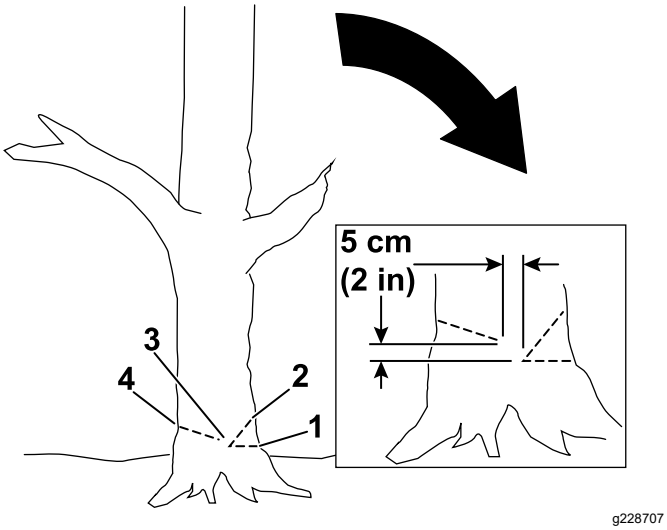

Figura 17
4. Haga el primer corte de un tercio del diámetro del árbol en el lado hacia donde desea que caiga el árbol (Figura 17).
5. Haga un segundo corte para formar una cuña, empezando el corte al menos 5 cm (2") por encima del primer corte (Figura 17).
6. Haga el corte de tala desde el lado opuesto a la cuña y unos 5 cm (2") por encima de la parte inferior de la cuña, como se muestra en la Figura 17.
Importante: **Detenga el tercer corte a 2.5 cm – 5 cm (1" a 2") de la cuña para formar una bisagra entre los cortes (Figura 17), que evitará que el árbol caiga en la dirección incorrecta o que gire al caer.**
Nota: A medida que el corte de tala se acerque a la bisagra (Figura 17), el árbol debe empezar a caer.